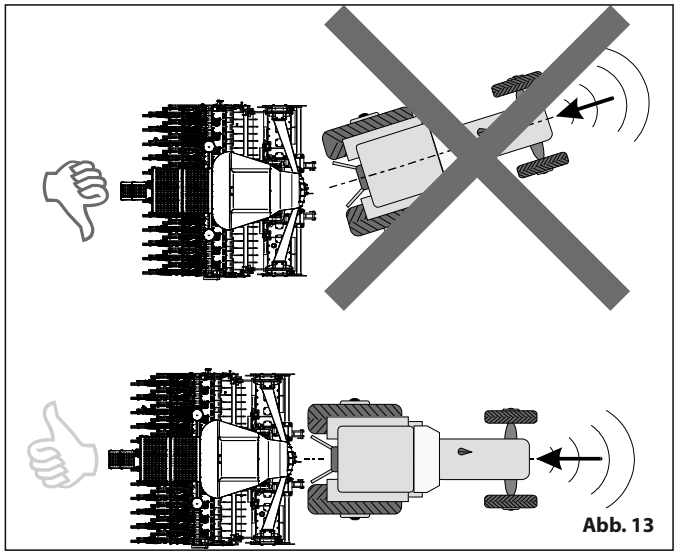

Abb. 13
- Für die Kupplung des Traktors an die Maschine muss der Bediener die Maschine im Rückwärtsgang so positionieren, dass die Anschlüsse der Maschine neben die hinteren Hebestangen „Abb. 13“ zum Stehen kommen.